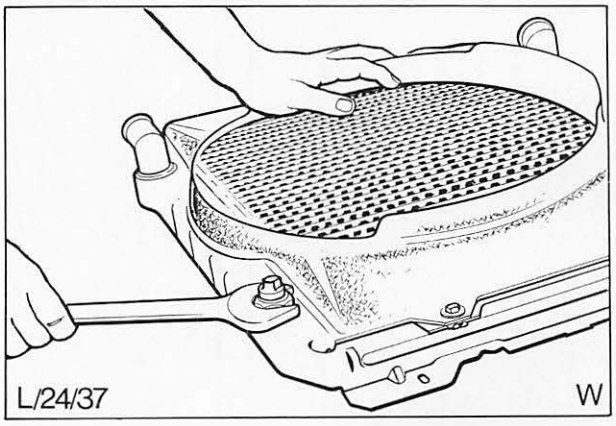

Abb. 31 Schalter vom Kühler abbauen
5. Kabel vom Schalter unter dem Fahrzeug abklemmen und Schalter abschrauben, Abb. 31.